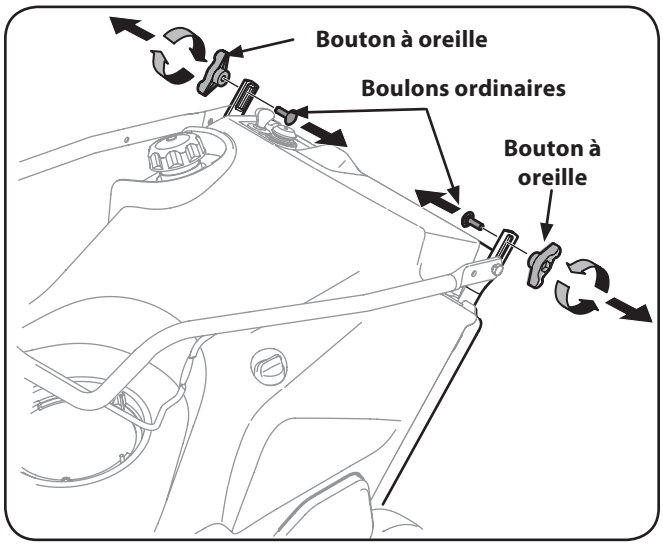

Figure 3-1
1. Enlevez le bouton à oreilles et le boulon ordinaire qui se trouvent sur le dessus du guidon inférieur. Voir la Fig. 3-1. Il n'est pas nécessaire de retirer la vis à épaulement ni l'écrou de blocage à collet qui se trouvent sous le bouton à oreilles et le boulon ordinaire.